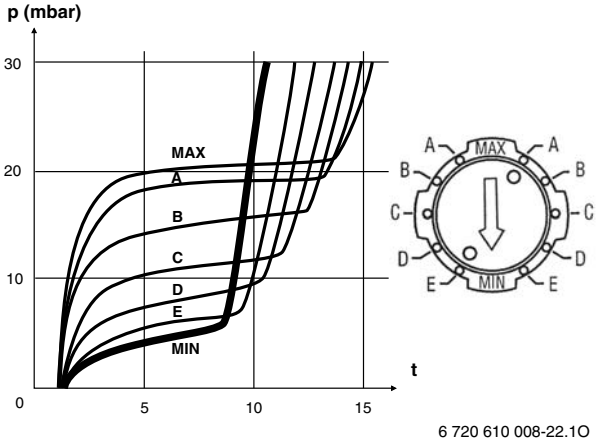

Рис. 23
– Снять колпачок с регулятора способности клапана к открытию для основной нагрузки (170) и отрегулировать характеристику открытия газового клапана согласно Рис. 23.